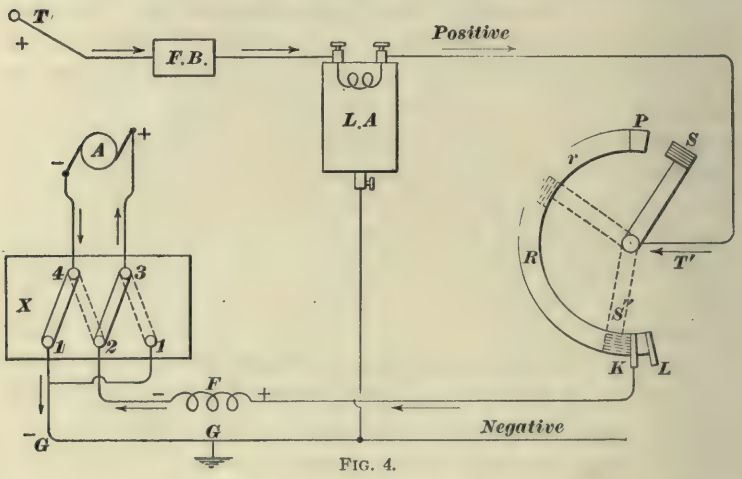
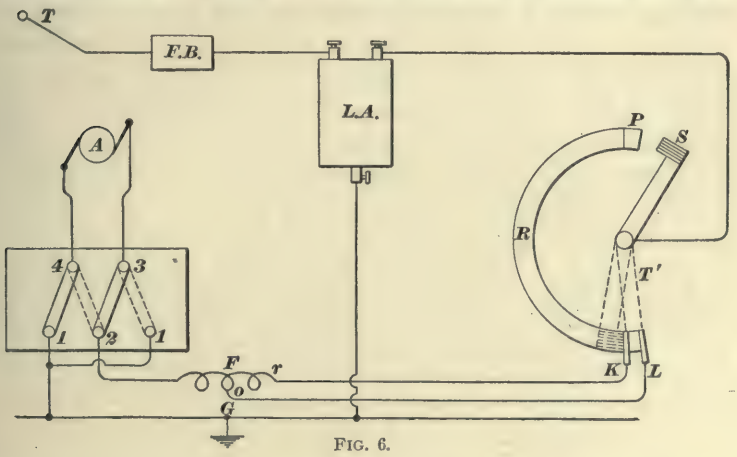
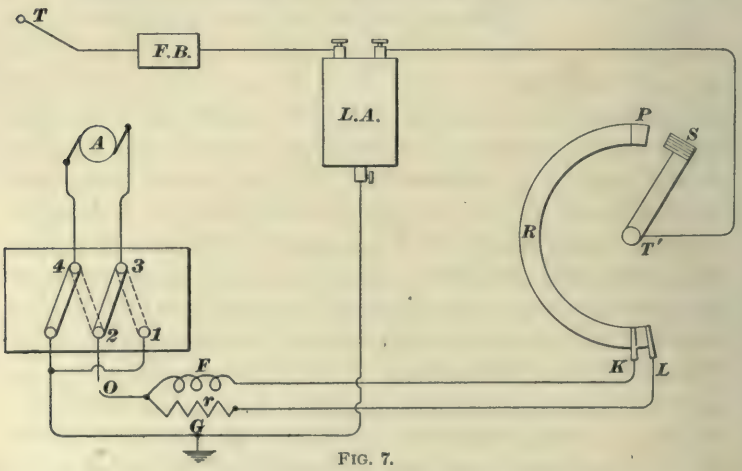

FIG. 4.
FIG. 6.
FIG. 7.
**8. Connections.**—Figs. 4, 5, and 6 ought to give a very clear idea as to how a single motor is connected, when controlled by a single rheostat on a single-ended car.
**9. Full-Field Control.**—Fig. 4 shows the connections in their simplest form, when the motor field has neither a shunt nor a loop. *T* is the trolley; *F.B.*, the fuse box; *L.A.*, the lightning arrester; *T'*, the trolley connection on the rheostat; *S*, the contact shoe that makes contact first with plate *P*, and can be moved around on resistance *R* between the limits of plate *P* and terminals *K* and *L*; *F* is the motor field; *X*, the reverse switch, to the two top binding posts of which is connected the armature *A*; *G* is the ground wire, to which is connected the ground splices from the reverse
**13. The Loop.**—Fig. 6 shows the connections for the *loop* method of control. The loop wire runs from some part of the field winding to the contact plate $L$ on the rheostat; this contact plate is not in metallic connection with contact plate $K$ until the rheostat arm is moved so far around, that shoe $S$ reaches its final position, shown by the dotted lines. The path of the current is the same as that given in connection with Fig. 4; that is, the amount of rheostat resistance in circuit depends on the position of the shoe. When the shoe rests on $P$, all of $R$ is in circuit; when it rests on $K$, none of $R$ is in circuit; and when it rests on any point
out, at about the same time, that the four-field type of motor was the best motor, and, that for various reasons, to be talked of later, the loop and shunt were very good devices to do away with. The loop lead on a motor field is generally the middle lead of the three, and, where there is no loop, the field coil has only two leads. A very common expression among motormen is, "put her on the loop." This means that the rheostat arm or controller handle is pushed round as far as it will go, which, if the motors have a shunt or loop, brings it into action, as shown in Figs. 6 and 7. Another common expression is, "give her seven." This originated from the fact that the earlier forms of controller had seven notches, so that seven was the fastest notch on the controller. "Give her seven" means, then, in a general way, to push the controller handle as far round as it will go, to get the highest speed.
**14. The Shunt.**—Fig. 7 shows the connections of the shunt method of control as carried out by means of a rheostat. The connections are practically the same as those of
Figs. 4 and 6, with this difference, that in Fig. 4 there is no shunt or loop, while in Fig. 6 the loop wire is in multiple with only a part of the field. In Fig. 6 the loop wire
In Fig. 7, the course of the current is the same as in Fig. 6. When the shoe rests on $K$ and $L$, the current, in order to get to point $O$, passes through two paths that are in multiple; path $K$–$F$–$O$ includes the field and path $L$–$r$–$O$ includes the shunt. As the shunt generally measures about three times as much as a warm field, the shunt steals away from the field one-third of the total current—not one-third of the total current that the field would get were there no shunt in use, but one-third of the total current that passes through the motor when the shunt is in use. It must be borne in mind that the final result of bringing the shunt or loop into action is to increase the speed of the car, and the car cannot be made to go faster under given conditions without its being furnished with more power; this increase in power is provided by the increase in the current due to the weakening of the motor field by the shunt. The idea that is intended to be brought out here is an important one, thus: assuming that any given machine—dynamo, motor, steam engine, gas engine, waterwheel, or what not—is running under the best possible conditions, it is impossible to get more work out of the machine without putting more work into it. Of course, if the machine is not running under good conditions, it is often possible to increase its output without increasing its input by making some change in the machine itself that will improve its working; that is, it is very often possible to make a change in a machine that will improve its efficiency. The same amount of work put into a machine that has been changed is more economically converted—less of it is
**17. Faults in Shunts.**—In considering the failings of shunts and loops, several conditions may be supposed to exist, and their symptoms and effects studied. Suppose a shunt, Fig. 7, to be entirely short-circuited. This would amount to the same thing as making path $L$–$r$–$O$ a piece of ordinary copper wire; in other words, the shunt $r$, having two or three times as much resistance as the field coil $F$, would be replaced by a piece of wire having practically no resistance at all, with the result that the field would be short-circuited on $S$ making contact between $K$ and $L$. The effect of a shunt becoming dead short-circuited is, that the motor bucks and blows up as soon as an attempt is made to put the shunt in action. The reason for this is, that the field coil, being robbed of all current by the short-circuit, can furnish no lines of force for the armature wires to cut; the armature is thus deprived of all counter E. M. F. and allows an enormous current to enter. This current burns the brushes, and gives off a conducting vapor across which the current jumps to the ground by way of the motor frame.
**19. Causes of Slow Running.**—If a car is reported to be slow, either of two things is likely to be the matter with it—the shunt circuit may have an open circuit in it, or the contact shoe *S*, Fig. 7, may be out of order so that it makes poor contact with, or does not get round far enough to touch
*K*, thereby leaving a part of *R* in circuit all the time. In the first case, the shunt circuit may be opened in any of three ways: the shunt itself may be burned out; it, or some wire leading to it, may have a loose connection; and, finally, shoe *S* may fail to make contact with plate *L*. In any of these cases the shunt is cut out and the car speed fails to respond when the shunt position is reached. Aside from the speed reduction that follows, the open circuiting of a shunt is a very bad thing for the fields; if they are intended to run with a shunt, they are very apt to roast if run for any length of time without a shunt. When the shunt is in action, it takes part of the current and the fields do not heat so much; when the shunt is out of action the fields get all the current; for this reason it is well to use the shunt as much as possible. If a motorman is ahead of time, let him rather put the rheostat on the loop, throw the power off and coast awhile, than run along on the resistance. If this be done the motor will not become nearly so hot. One other fault liable to arise in connection with using a shunt and a rheostat, results in having the shunt in action all the time; plates *K* and *L* should be insulated from each other. Of course, when the rheostat is connected up as in Fig. 7, *K* and *L* are connected by path *L*–*r*–*O*–*F*–*K* around through the shunt and the field, and will ring up together when tested with a magneto-bell; but before any connections are made to *K* and *L* they should ring clear. Occasionally, through some defect in the insulation between them, they get together, and there are cases on record where some wireman not understanding their relations has actually connected them together. This, of course, amounts to the same thing as splicing the shunt wire on to the field wire permanently, thereby rendering plate *L* useless and putting the shunt in action all the time. Such a fault or mistake robs the car of starting power, decreases the life of the shunt, and increases the work on the armature because the car starts with a weak field and runs with it throughout the range of the rheostat. When the shunt is cut in permanently, there is not the usual increase in the speed when the shoe makes contact with
device differ from those that characterize the several disorders liable to take place in a shunt. The main distinction between the office of a shunt wire and that of a loop wire is, that at a certain position on the rheostat, the shunt wire cuts an additional device, the shunt, into action, and whatever may happen to this device, its effect can be felt only when the stated position is reached; in other words, the shunt is in action on only one position, and defects in it can show themselves only on this position; whereas the loop wire, at a given position on the rheostat, cuts out of action a device—the part *r* of the field coil, Fig. 6—that is always in action except when the loop position is reached. Therefore, if the part *r* is being considered, it is easy to see that any disorders here will show themselves throughout the range of the rheostat arm. It is necessary that some sort of understanding be had in regard to what is to be called the loop, for this reason: as a result of asking questions of street-car men in a great many parts of the country, it has been found that different men have very different impressions as to what the loop really is; some call part *r* of the field coil the loop, while others claim that the loop wire *L–o* should be called the loop; as a matter of fact, neither of these parts is in itself the loop, but both parts help to form the loop when their ends *K* and *L* are brought together by shoe *S* touching both of them. It can be readily seen that when shoe *S* brings *K* and *L* together, the local circuit *K–r–o–L–S* is just as much of a loop as if it had been tied with a string. The reason, then, that wire *L–o* is called a loop wire is, that when it is brought into action, a loop is actually formed.